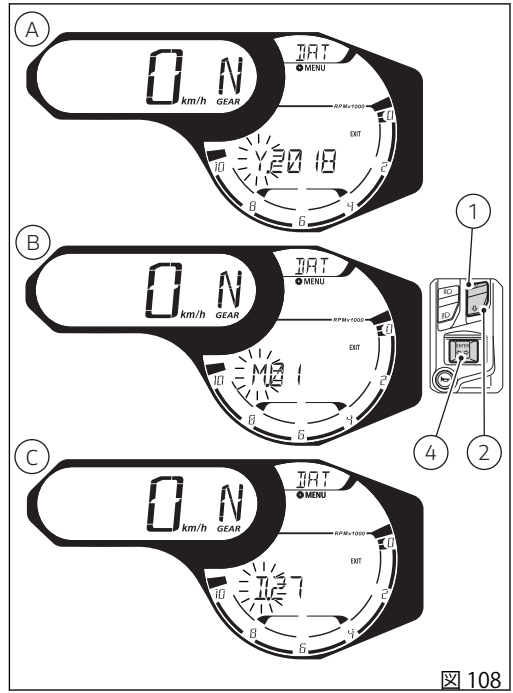

図 108
ボタン(1)および(2)で点滅する"Y."(A、図108)を選択し、ボタン(4)を押します。
希望の値に達したら、ボタン(4)を押します。設定された年の値が固定表示に変わり、"Y."(A、図108)の表示が再び点滅します。
ボタン (1) および (2) で点滅する "M." (B、図 108) を選択し、ボタン (4) を押します。
希望の値に達したら、ボタン (4) を押します。設定された月の値が固定表示に変わり、"M." (B、図 108) の表示が再び点滅します。
ボタン(1)および(2)で点滅する"D."(C、図108)を選択し、ボタン(4)を押します。
希望の値に達したら、ボタン(4)を押します。設定された日の値が固定表示に変わり、"D."(C、図108)の表示が再び点滅します。